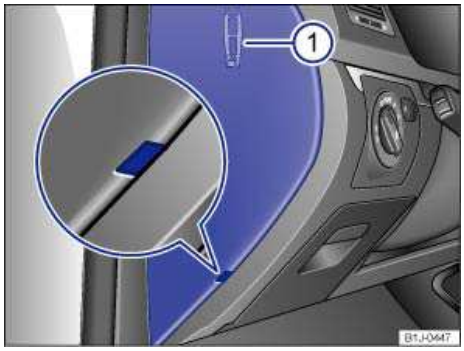

**Fig. 192** On the driver side in the instrument panel: Fuse box cover with plastic tweezers 1 on the inside of the cover.
- Insert a flat object, such as a screwdriver from the vehicle tool kit, into the opening ⇒ fig. 192 (magnified view) and carefully lift off the cover.
- On the inside of the cover there are plastic tweezers (1) for removing and inserting fuses.
- If needed, remove the plastic tweezers ⇒fig. 192 (1) from the fuse box cover.